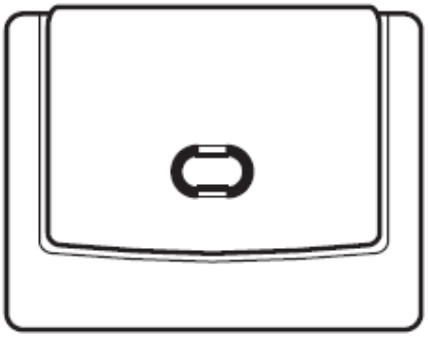

Fig. 11: Parte frontal de receptor
7. Fijar en la pared esta parte posterior del receptor con los accesorios suministrados y volver a unirla con la parte frontal, asegurándose su correcta orientación. Ver Fig. 11.